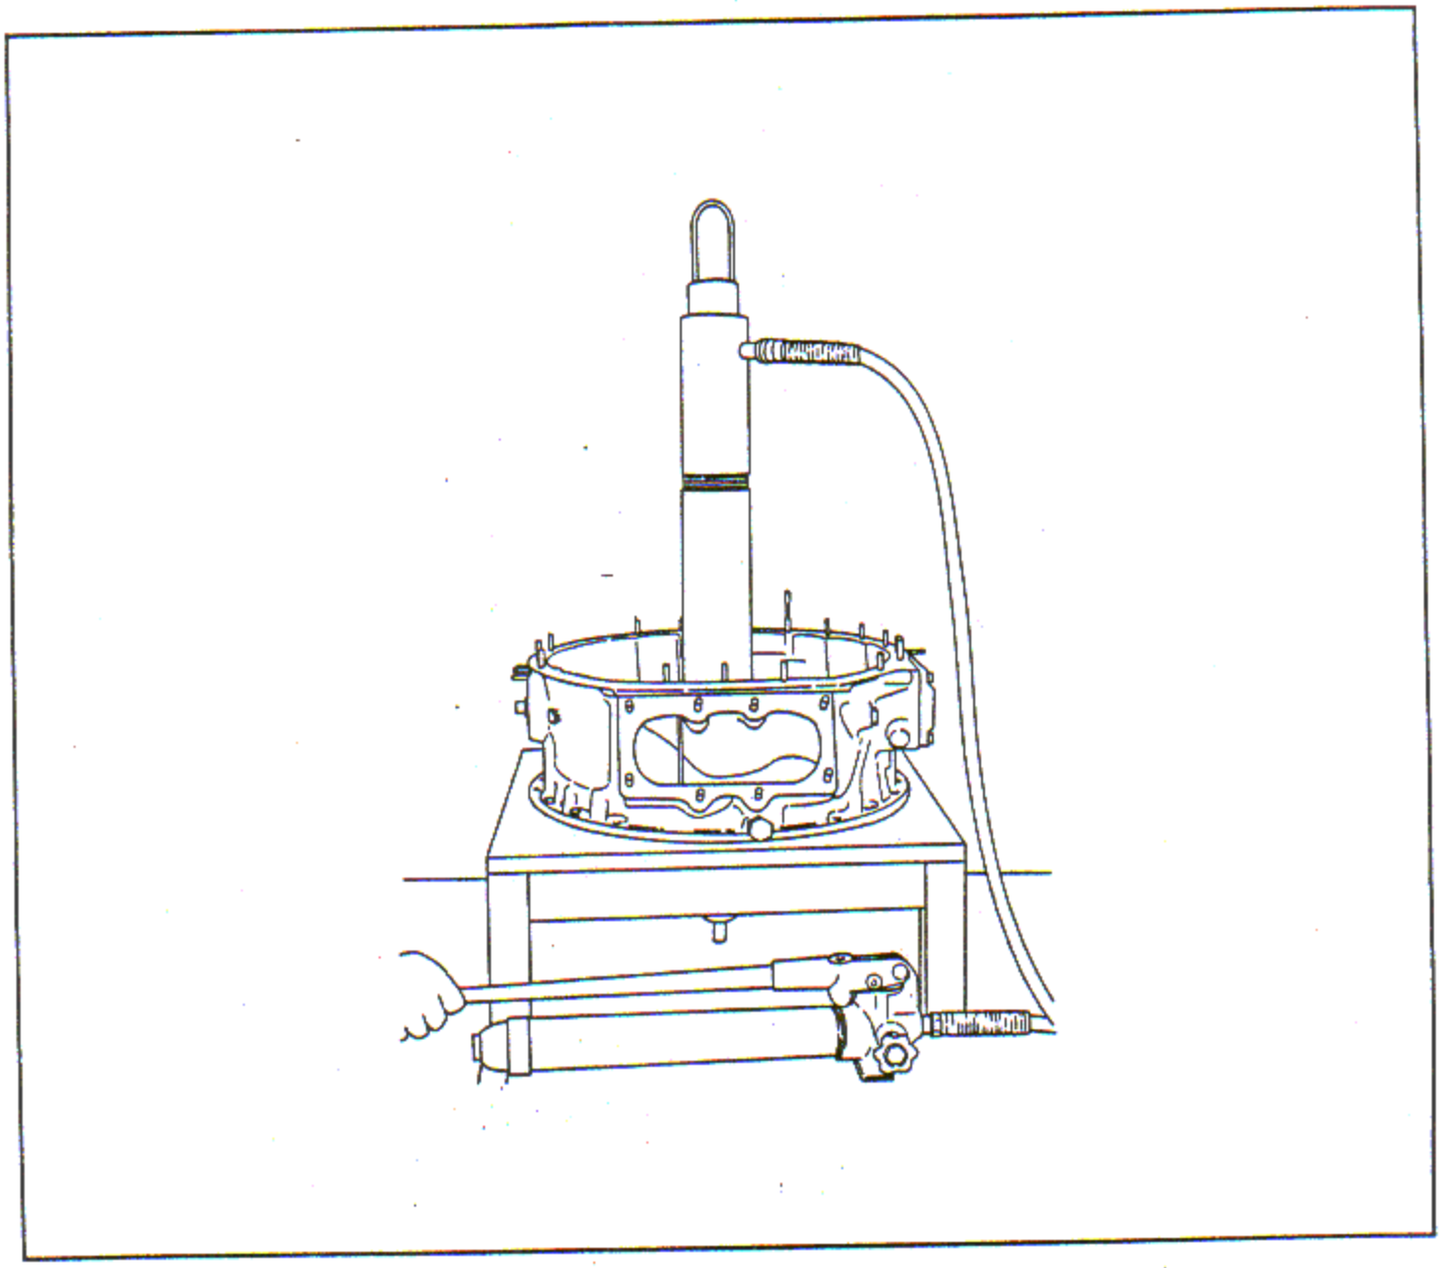

Figure 4-46. Pulling Impeller Shaft
f. Use hydraulic puller assembly details to remove impeller shaft. Install adapter A into the upper end of impeller shaft. See figure 4-46.